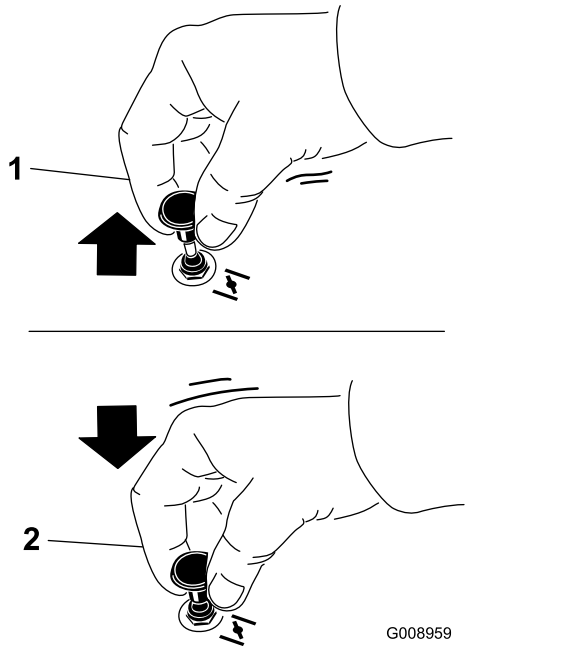

Figur 23
2. Dra upp chokereglaget så att choken aktiveras innan du använder tändningslåset (Figur 23).
3. Koppla ur choken genom att trycka ned den när motorn har startats (Figur 23).
1. Koppla ur knivarna genom att föra knivreglaget till läget AV (Figur 23).